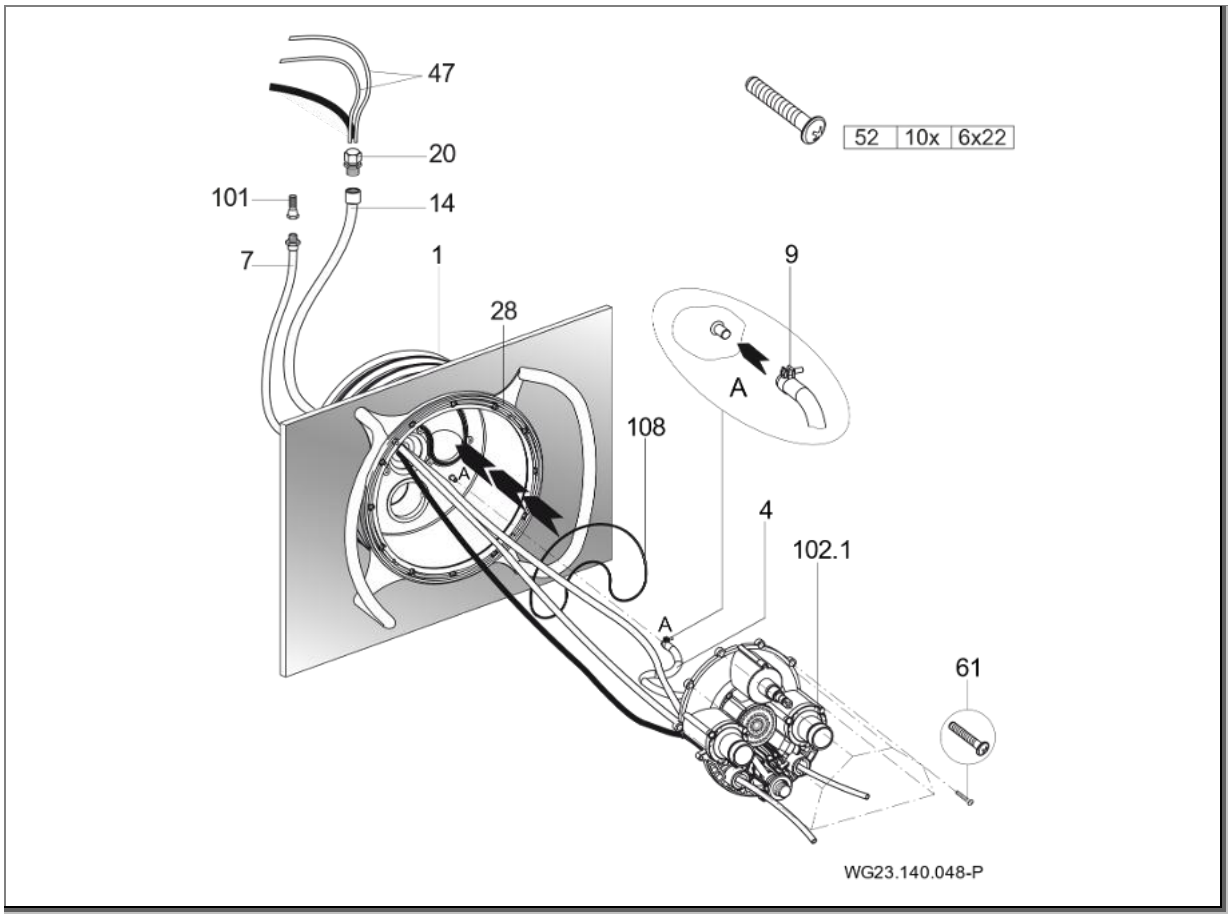

Abb. 18
2. O-Ring (108) in das Einbaugehäuse (1) einlegen. (Abb. 18)
3. Die zehn beigelegten Schneidschrauben (61) in das Düsengehäuse einschrauben. Vormontiertes Düsengehäuse (102.1) am Einbaugehäuse (1) ansetzen. (Abb. 18)
4. Pneumatikschläuche oder Kabel der Piezo-Taster durch die unteren beziehungsweise äußeren Öffnungen vom Düsengehäuse (102.1) führen; Licht EIN/AUS links, Pumpe EIN/AUS rechts. (Abb. 18)
5. Pneumatikschläuche (47) oder Kabel der Piezo-Taster und Kabel des Scheinwerfers durch den Schutzschlauch (14) führen und mit der Kabelverschraubung (20) abdichten. (Abb. 18)
6. Innere Luftleitung (4), die am Düsengehäuse (102.1) beziehungsweise an der Luftregelung bereits komplett vormontiert ist, mit Schlauchklemme (9) am Einbaugehäuse (1) befestigen. (Abb. 18)